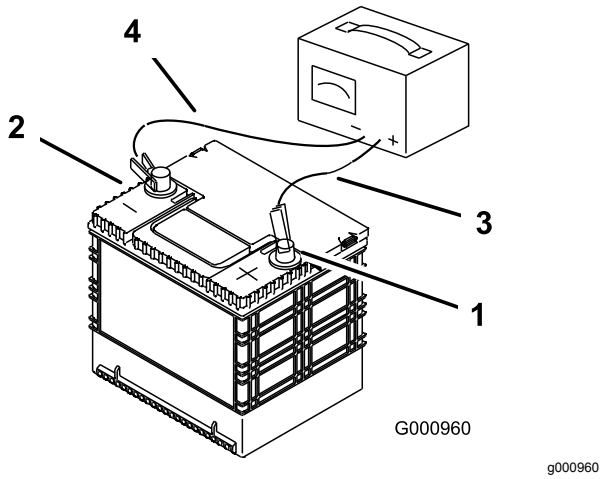

**Figuur 48**
3. Zodra de accu volledig is opgeladen, haalt u de acculader uit het stopcontact en maakt u vervolgens de oplaadkabels los van de accuklemmen (Figuur 48).